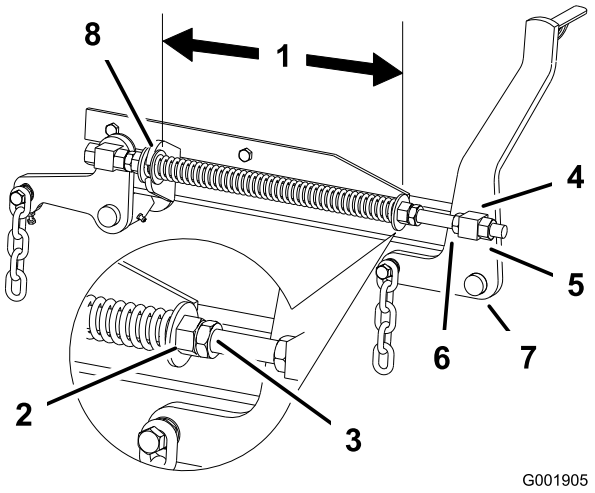

Figur 70
2. Kontroller afstanden mellem de to store skiver. Den skal være 29,2 cm (Figur 70).
3. Juster denne afstand ved at løsne fjederkontramøtrikken og dreje møtrikken foran hver fjeder (Figur 70). Når møtrikken drejes med uret, forkortes fjederen. Drejes den mod uret, bliver fjederen længere.
4. Lås møtrikken på plads ved at spænde fjederkontramøtrikken (Figur 70).